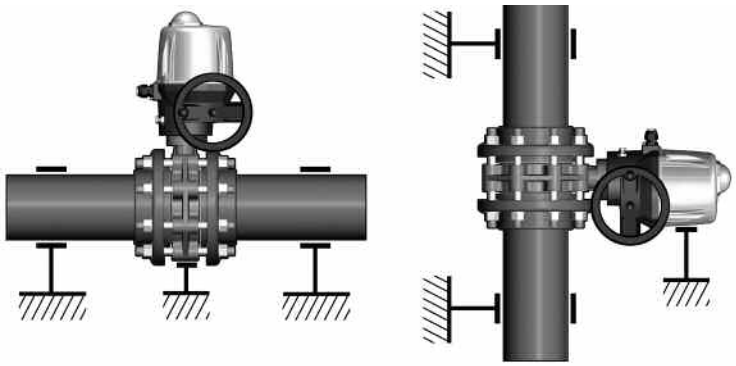

Fig. 1
- Затвор с приводом должен быть установлен, как показано на рис.1.